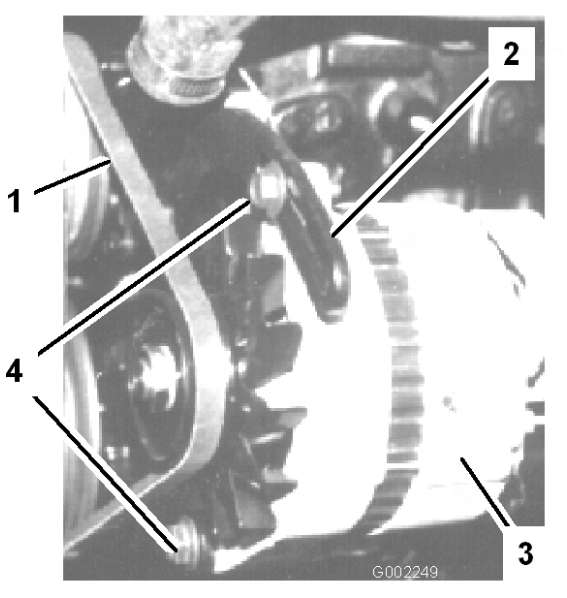

Figur 56
3. Løsn de bolte, der fastholder afstiveren til motoren, og den bolt, der fastholder generatoren til afstiveren (Figur 56).